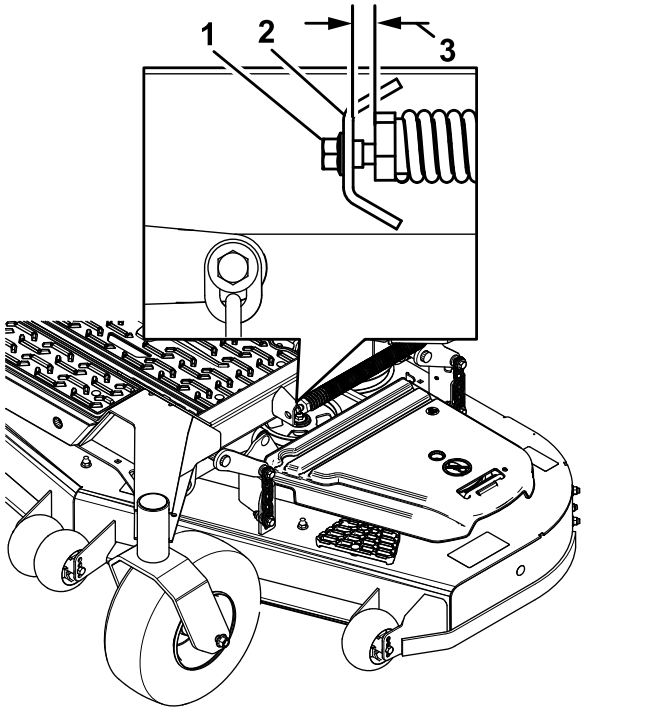

Figure 83
10. Desserrez lentement la vis de réglage sur le ressort d'aide au levage jusqu'à ce que vous puissiez enlever la vis (Figure 83).